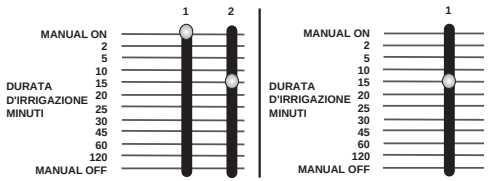

FIGURA 14: Stazione 1 impostata in irrigazione manuale tramite il selettore a cursore della durata d'irrigazione
- Spostare il selettore a cursore della durata d'irrigazione sulla posizione **MANUALE ACCESO** (finecorsa superiore), quindi riposizionarlo su una durata a piacere. Ad esempio, se si vuole che una data stazione irrighi per 15 minuti, spingere il selettore a cursore in posizione **MANUALE ACCESO** e quindi sulla posizione 15 minuti **[vedere Figura 14].**